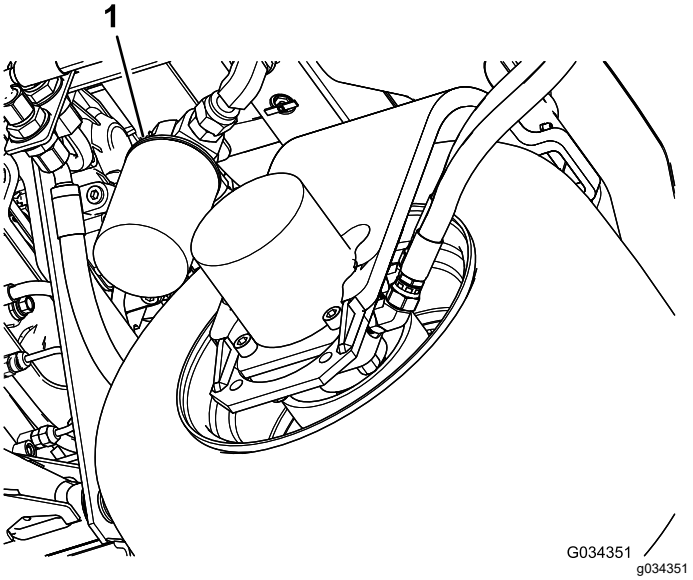

Figur 77
2. Rengør omkring det område, hvor filteret monteres. Anbring en dræningsbakke under filteret (Figur 77), og fjern filteret.